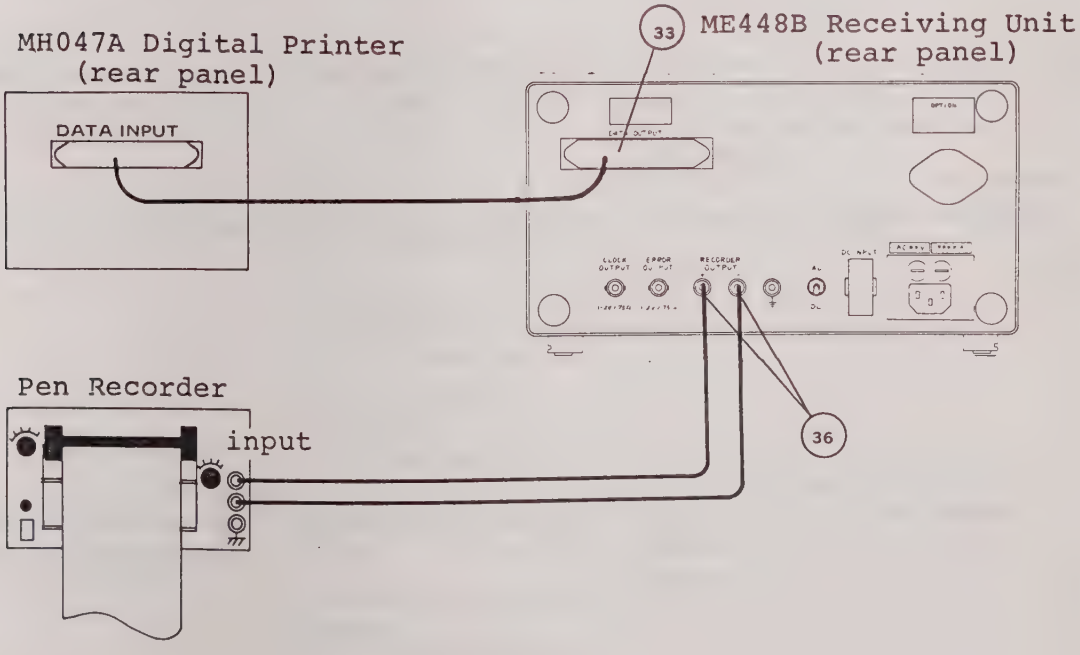

Fig. 4-12 ME448B Receiving Unit and Peripheral Device Connections
Fig. 4-12 shows the ME448B receiving unit and MH047A connections. Connect the DATA OUTPUT connector (33) on the rear panel of the ME448B receiving unit to the DATA INPUT connector of the MH047A with the connecting cable supplied with the MH047A. The 2 digit mantissa and 1 digit exponent of the display are output from the ME448B in BCD code (negative logic) at TTL level. Table 4-5 shows the connector 33 pin numbers and output signals.
Fig. 4-12 shows the ME448B and pen recorder connections. Perform measurement as follows: